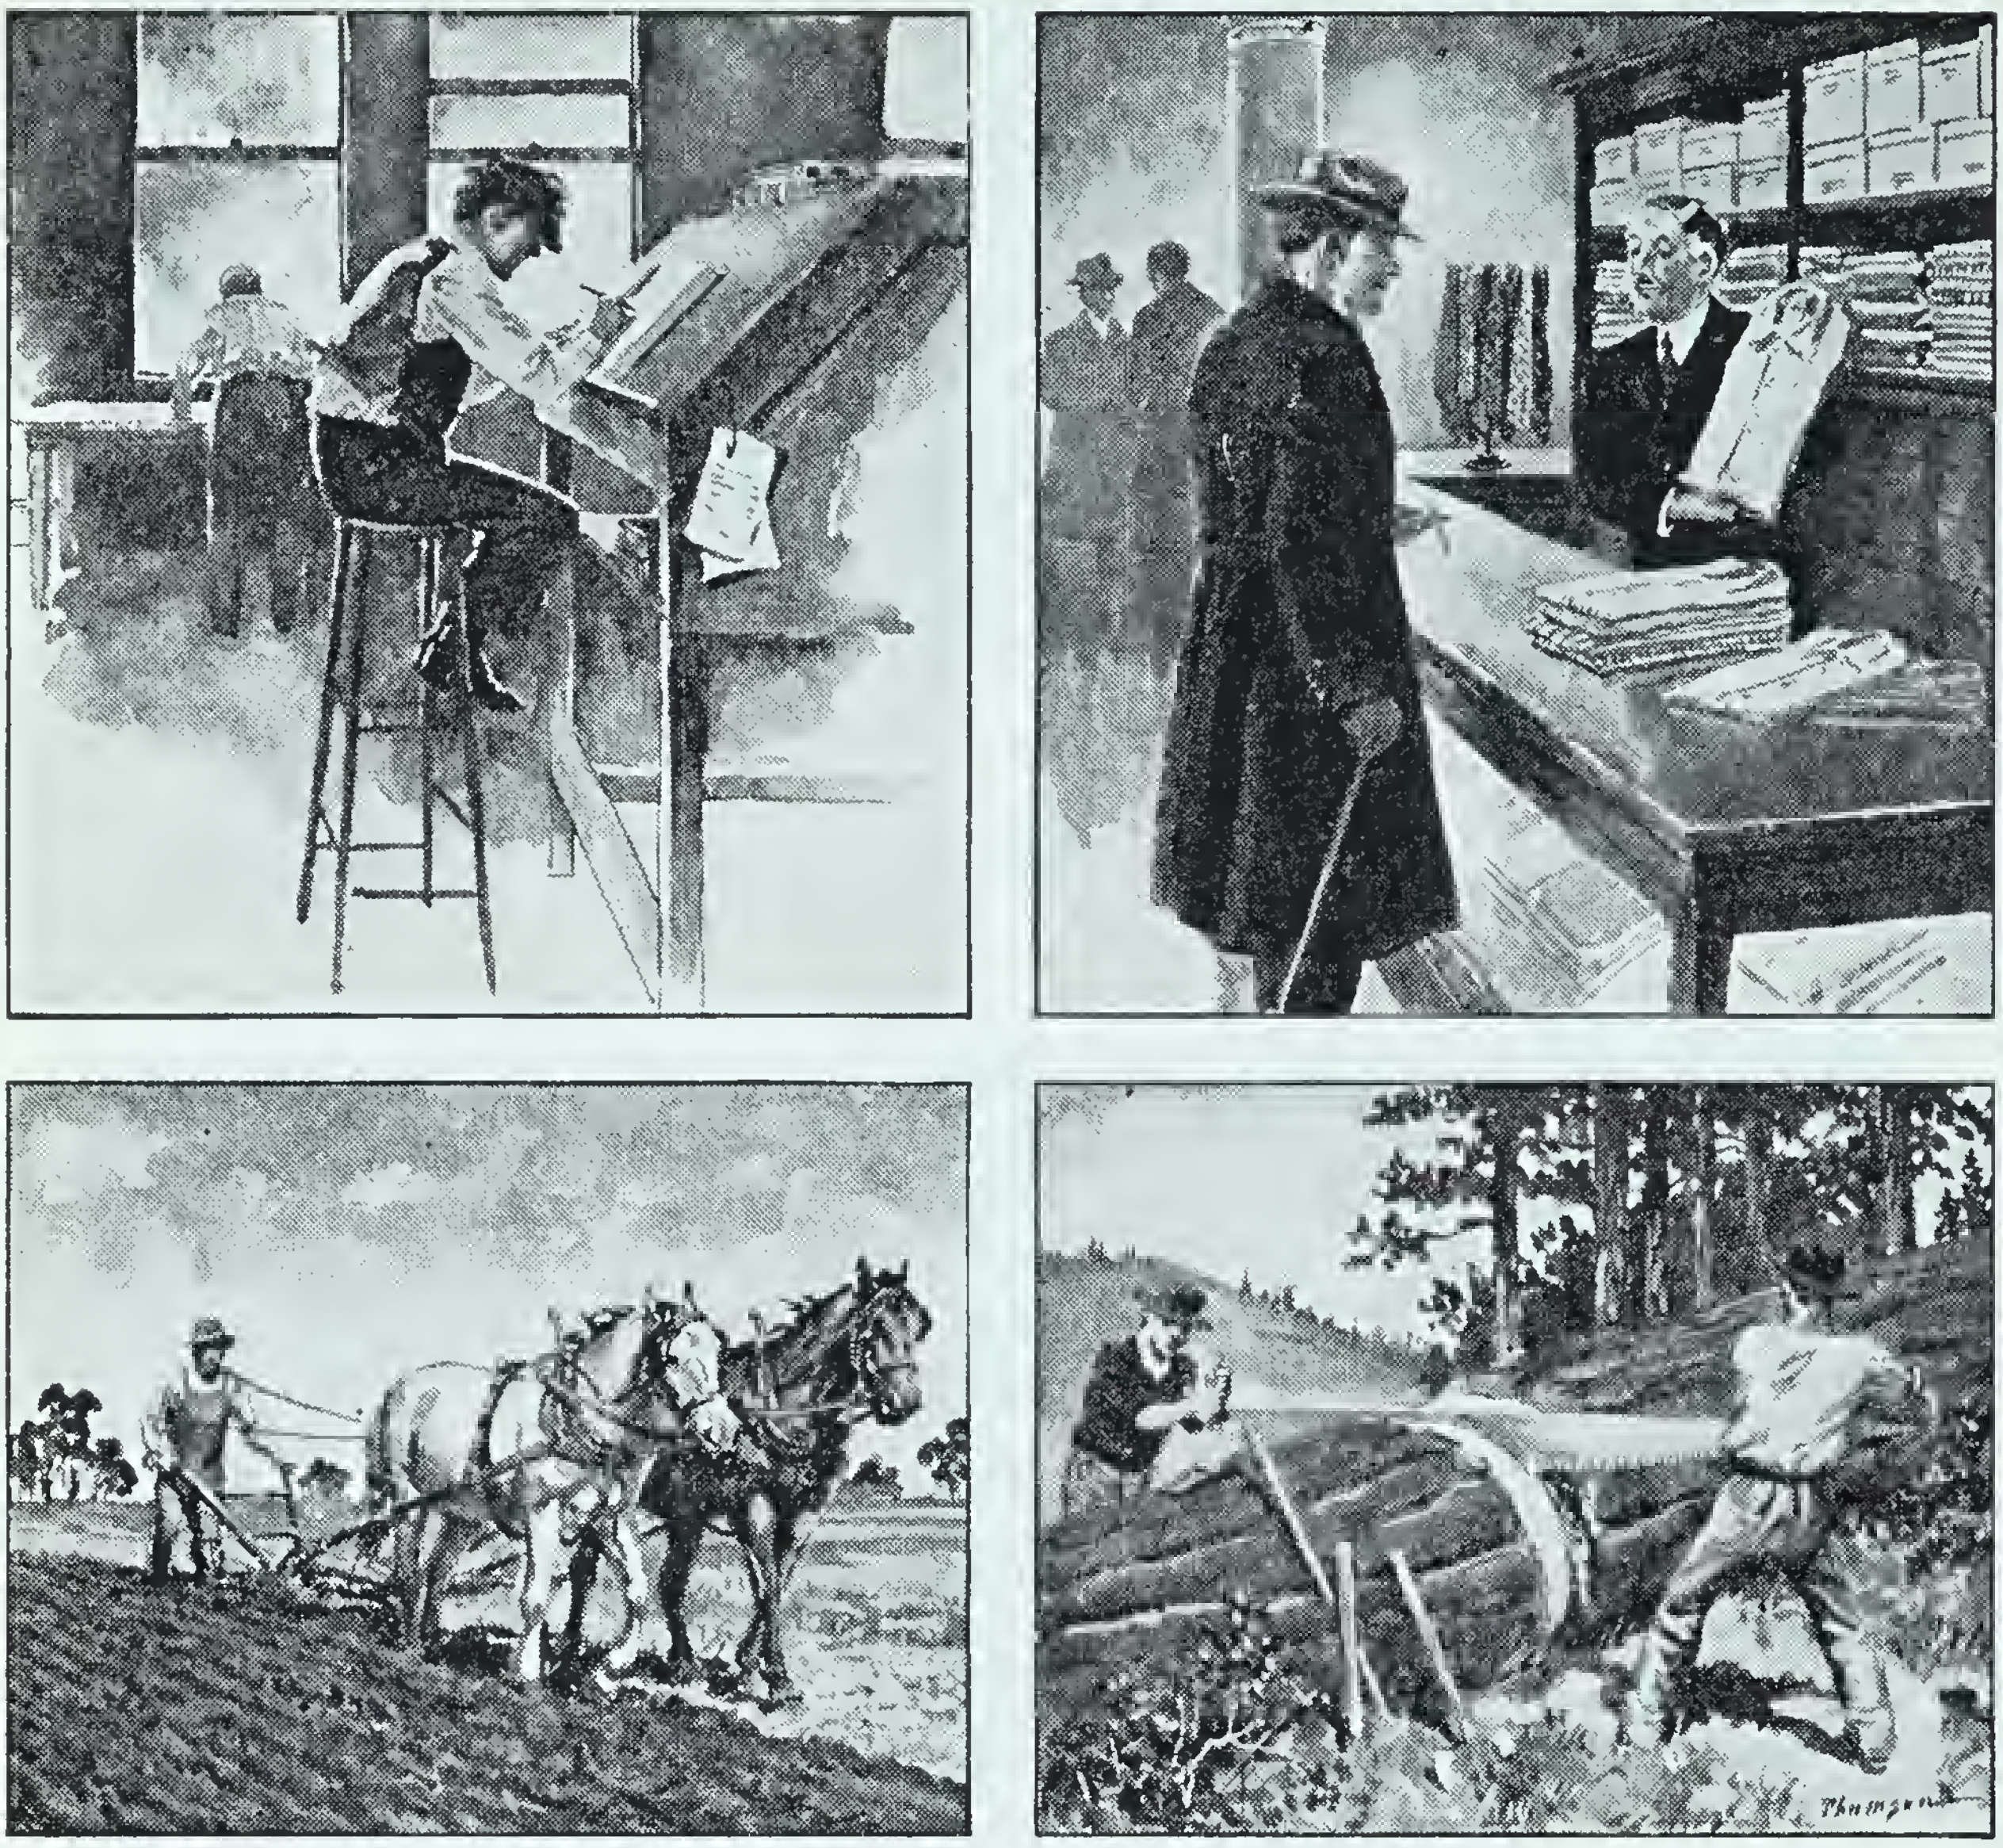

Fig. 374. Calculate the approximate calorie requirements per hour for each of the persons shown prominently in the above pictures
2. *The twenty-four-hour calorie requirements.* For an adult living an ordinary, everyday life in a temperate climate, and not engaged in manual work, 2400 Calories are sufficient. If one is engaged in muscular work, there should be added to this from 75 to 300 Calories per hour of work, depending upon how much work is done. Children require proportionally less, beginning with about 840 Calories at one year of age and gradually increasing to 2400 at fifteen years of age. (Fig. 374.)